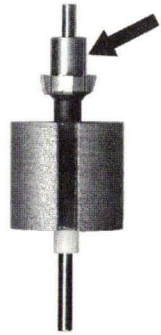

fig. 33c *The arrow points to the commutator portion of the armature.*
• Cutting the commutator (at arrow in **fig. 33c)** is accomplished with a comm lathe. The commutator is the area in contact with the brushes. Fine scratches form on the comm when the commutator rotates past the brushes, producing less than optimal connection. A comm lathe will trim this area so it is smooth again for optimum performance.